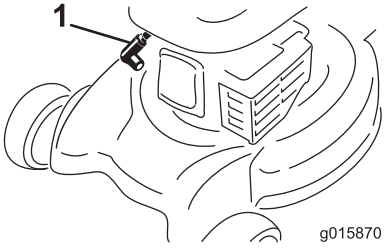

Figuur 23
2. Trek de bougiekabel los van de bougie (Figuur 23) voordat u onderhoudswerkzaamheden uitvoert.